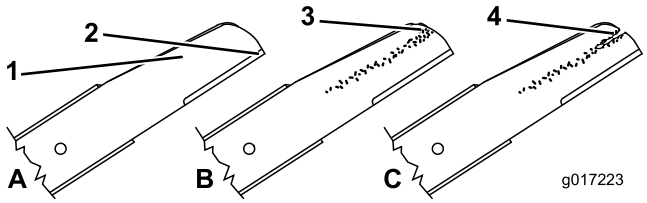
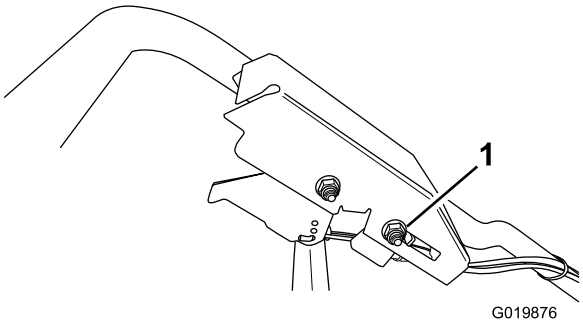

Figur 36
Figur 42
1. Undersøk kniveggene (Figur 36). Hvis knivene er sløv eller hvis det er hakk i dem, må de tas av og slipes eller skiftes ut.
2. Undersøk selve knivbladene, spesielt buen (figur 42). Hvis du finner skader, slitasje eller ser at det begynner å dannes spor i denne delen (Figur 36), må knivbladene skiftes ut øyeblikkelig.
2. Løsne mutteren på kabelfestet (Figur 42).